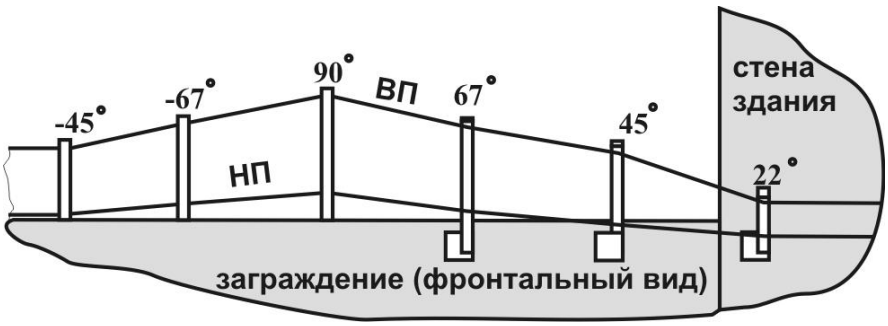

Рис. 10.4
10.1.1 Перед проведением проектных и монтажных работ необходимо мысленно представить, каким образом ЗО будет примыкать к заграждению, и образовывать контролируемый рубеж. Прохождение внутренних или внешних углов, перепадов по высоте или переход с одной стороны заграждения на другую, например, при «обходе» стены здания, производится в соответствии с рис.10.1… рис.10.4. Необходимо обеспе-